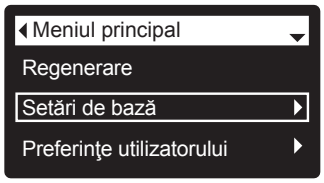

FIG. 51
2. Apăsaţi ÎN JOS (▾),pentru a defila opțiunile meniului pentru evidenţierea **Basic settings** (setări de bază) (fig. 51).